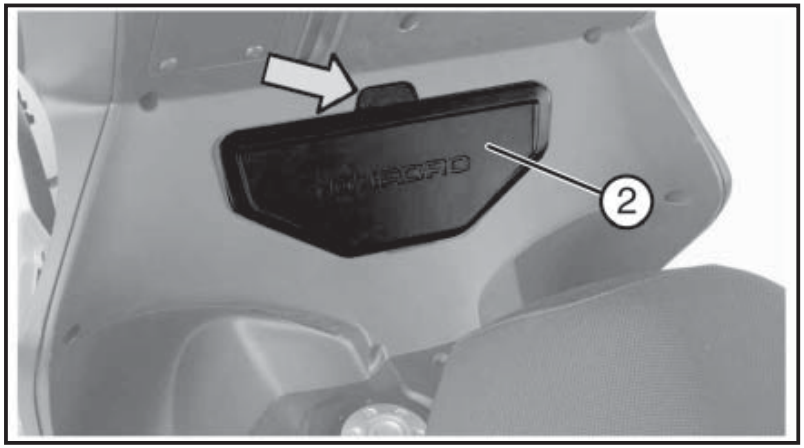

Fig. 02 QSI0025
4.17 BAULETTO ANTERIORE (Fig. 02)